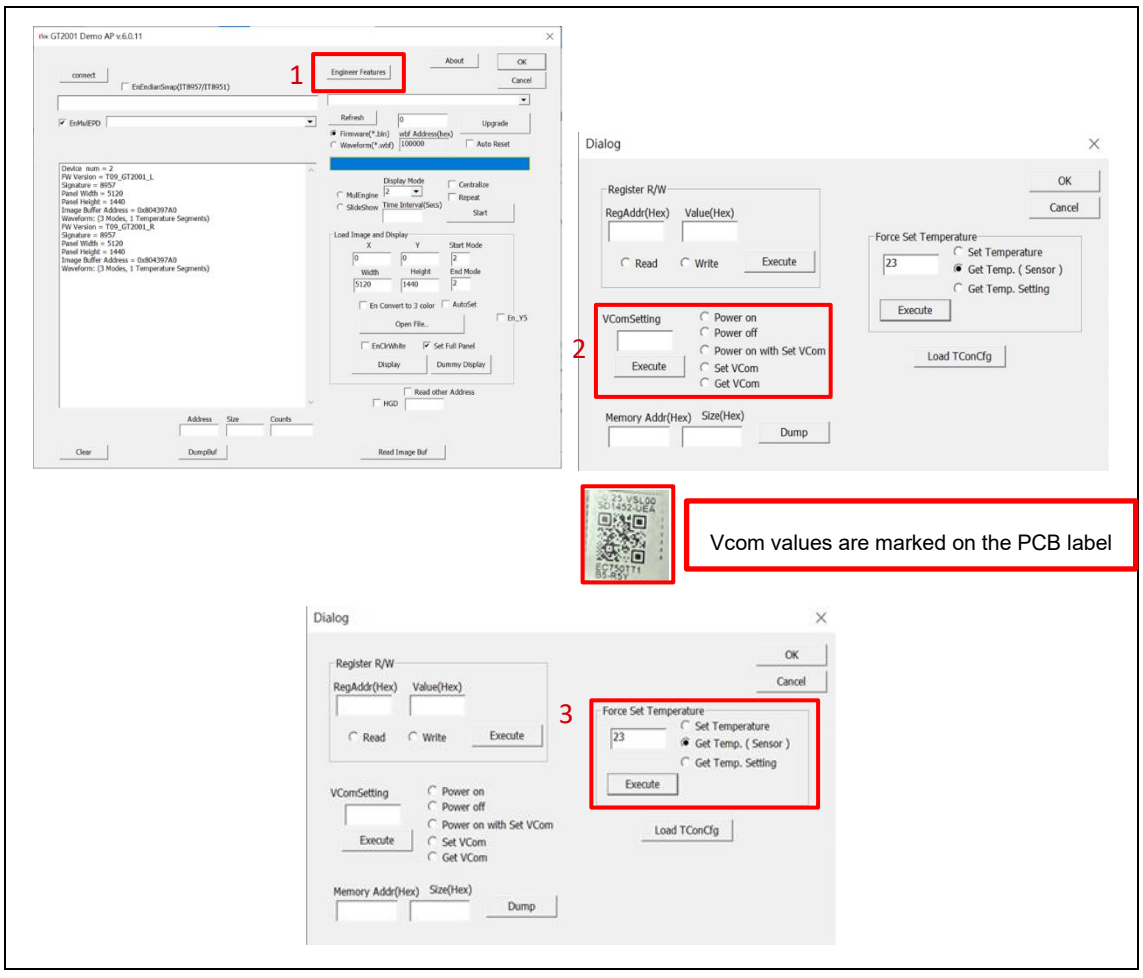

Figure 3.7
- Execute GT2001 Demo AP (refer to Figure 3.7)